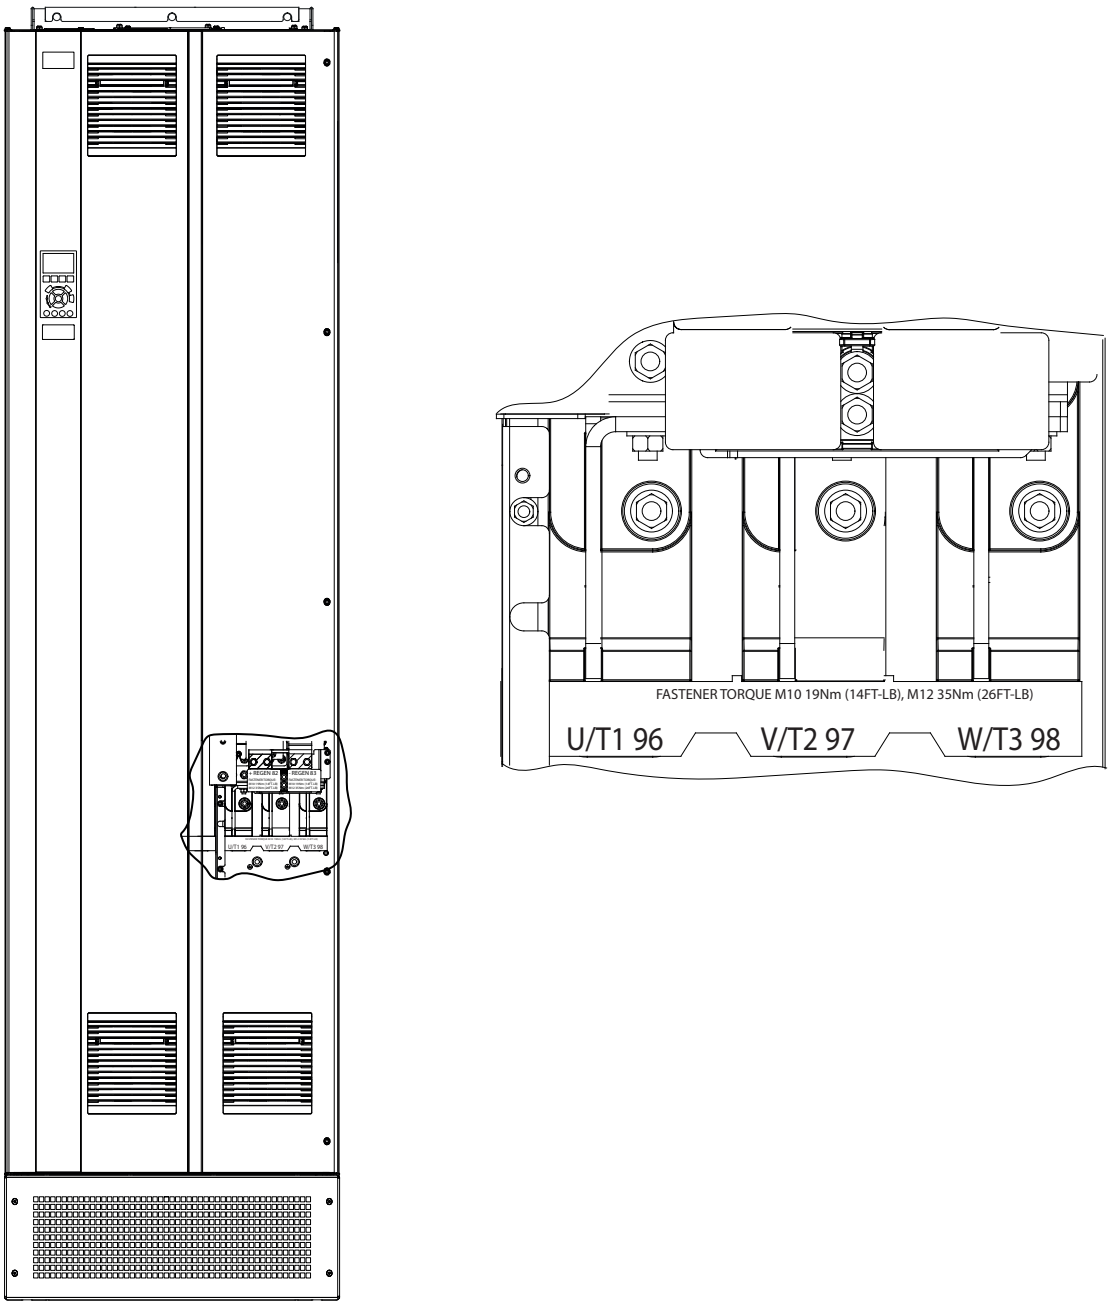

図 5.3 交流モーター端子 (E1h 表示)。端子の詳細ビューについては、*章 5.7 端子寸法*を参照してください
4. 3 相モーター配線を端子 96(U)、97(V)、98(W) に接続します。*図 5.3*をご参照ください。